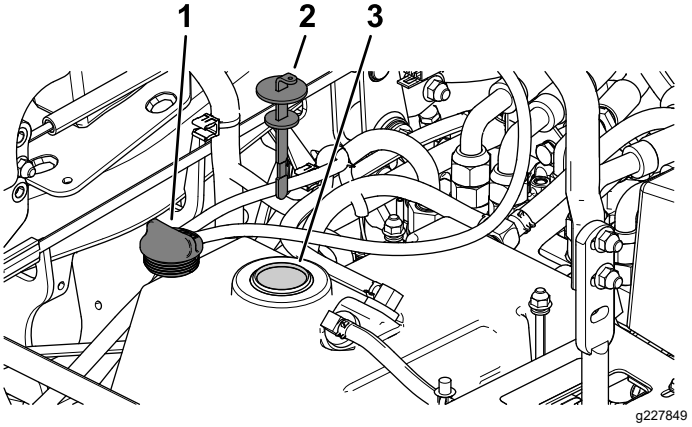

Figura 61
5. Retire a tampa do depósito hidráulico (Figura 61).
6. Retire a vareta e limpe-a com um pano limpo (Figura 61).